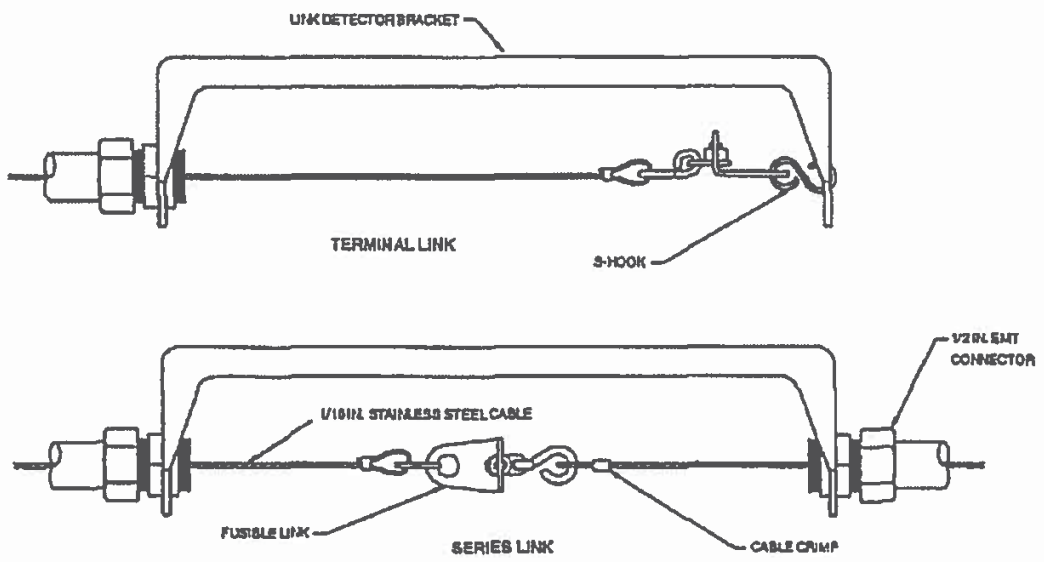

Figure 2-10. Model FLK-1 Fusible Link
The Model FLK-1 fusible link kit includes a 10 in. steel bracket, two (2) 1/2 in. EMT connectors, two (2) cable crimps, and two (2) "S" hooks. Fusible links must be ordered separately. See Figure 2-10.